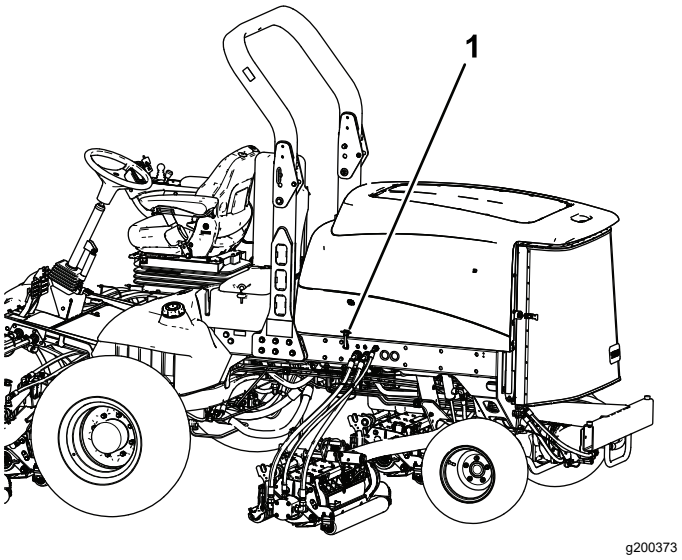

Figura 4
1. Solte o trinco do capot do suporte (Figura 4).